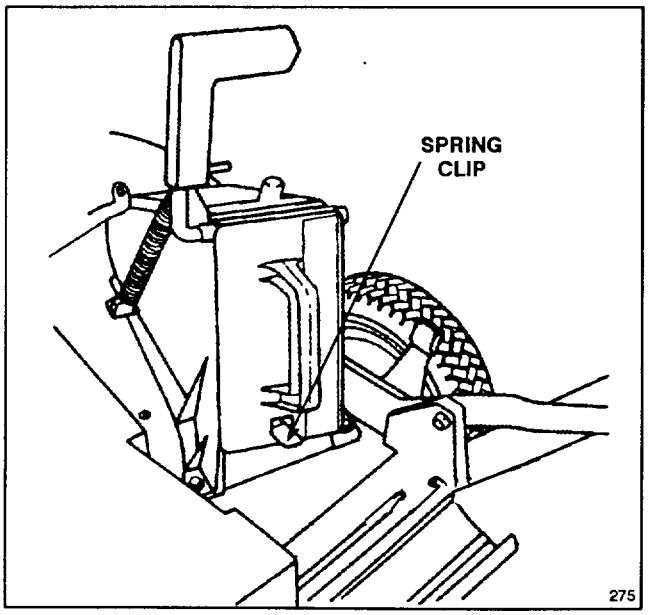

**Figure 6**
**3.** Push the plug all the way in until the spring clip on the bottom of the plug clicks into place, locking the plug securely into the discharge tunnel (Fig. 6). Release discharge door handle to lock top of plug.